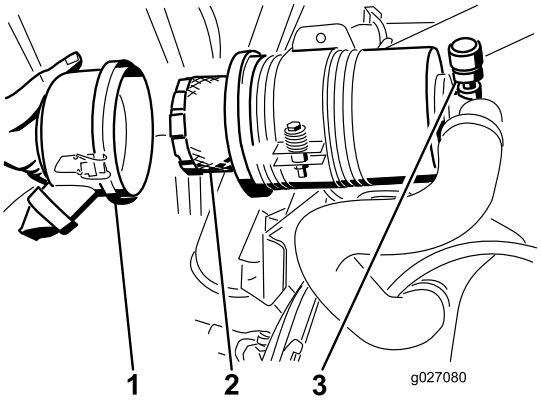

Figur 54
4. Ta bort och byt ut filtret (Figur 54).